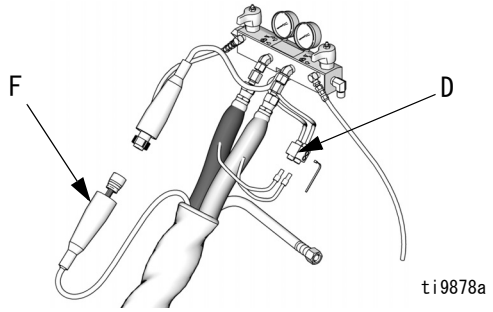

**図 10. 加熱ホース**
3. Reactor のホースコネクタ (D) を外します。図 10 を参照してください。
4. オーム計を使用して、ホースコネクタ (D) の 2 端子間を点検します。端子間は導通している必要があります。
3. Reactor の FTS ケーブル (F) を外します。図 10 を参照してください。
3. テープと保護カバーを FTS (21) から外します。図 10 を参照してください。ホースケーブル (F) を外します。ケーブルコネクターのピン間をテスターで検査します。